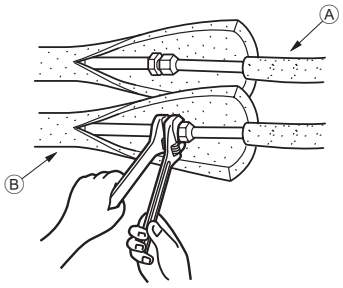

Afb. 4-4
4.5. De koelstofpijpen aansluiten (Afb. 4-4)